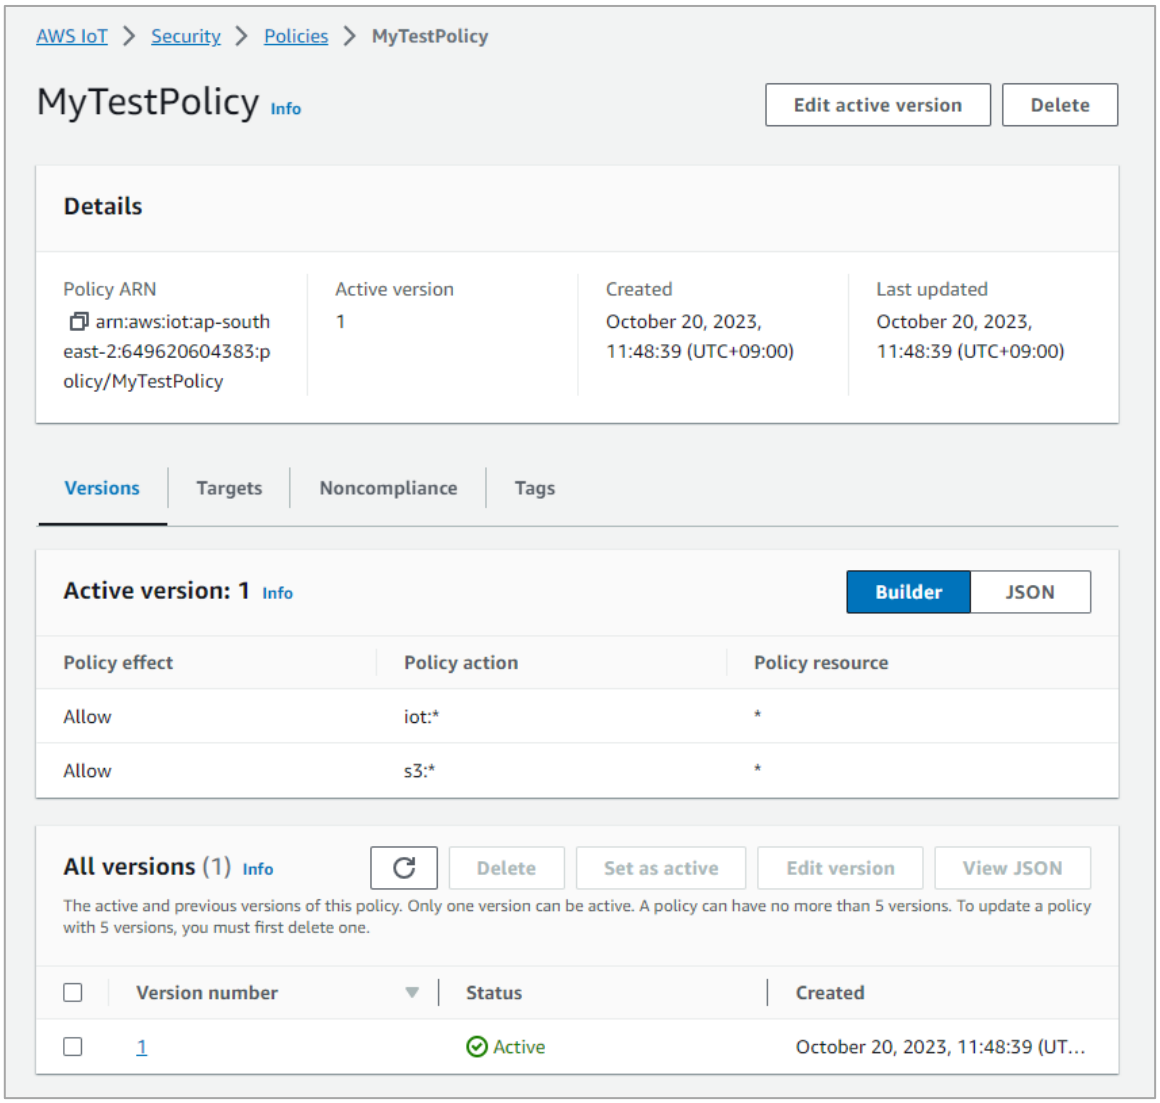

Figure 17. Check created policy
4. Click the policy to view the details. Figure 17 shows an example of the selected policy content.